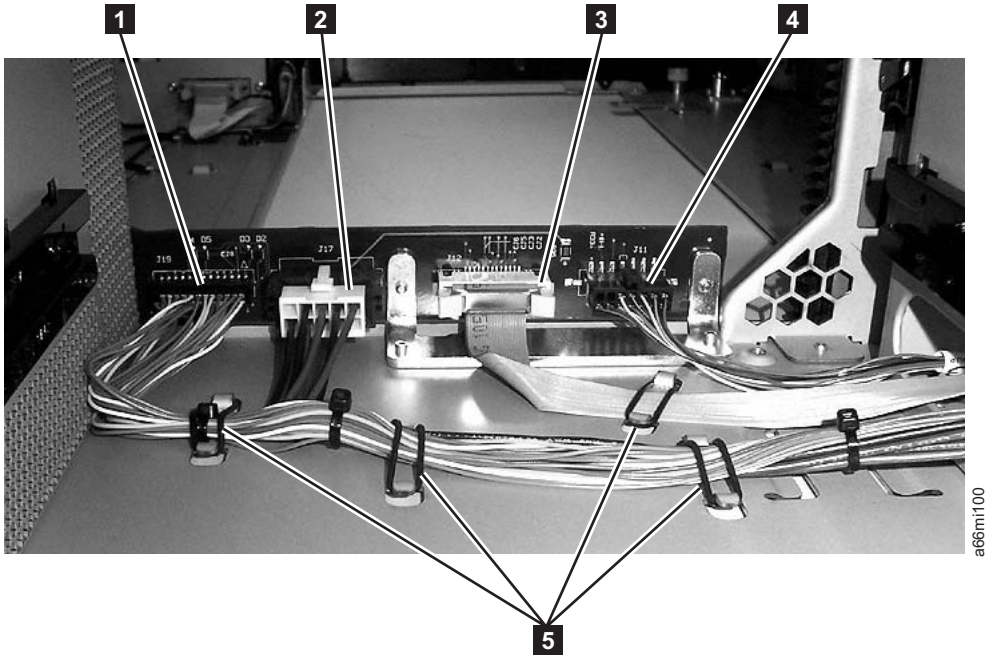
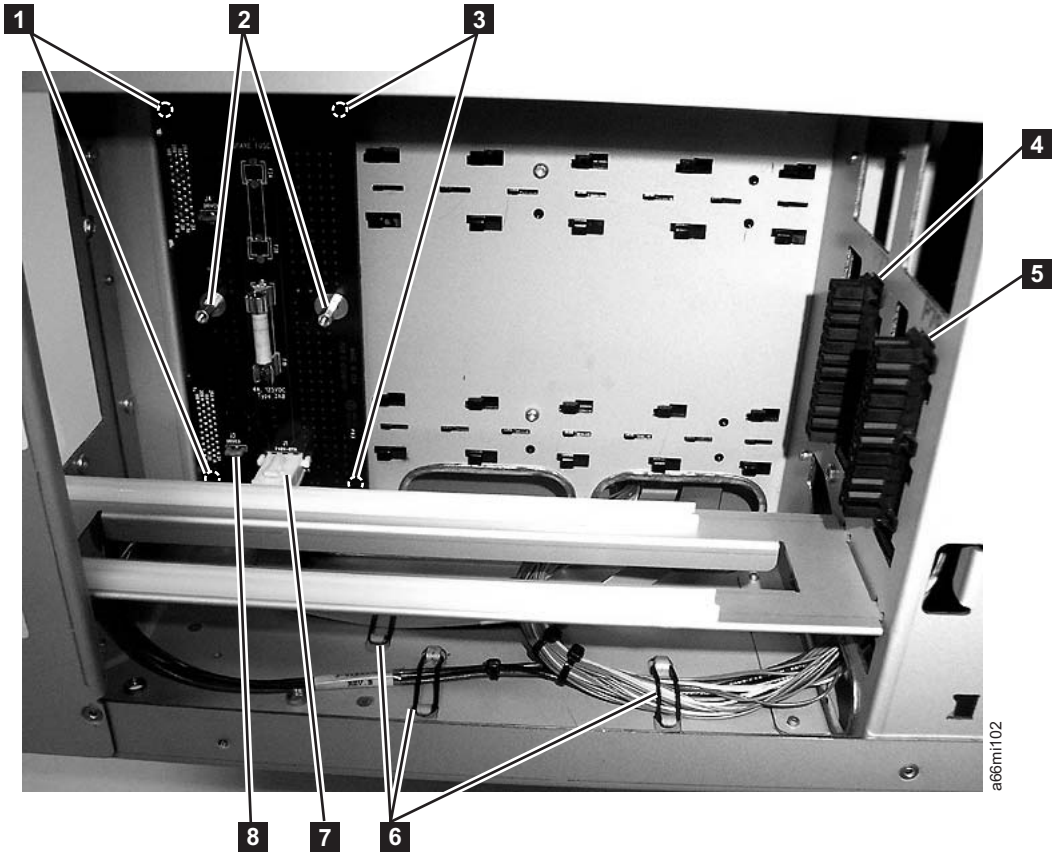

Figure 7-142. Backplane Connector Board (BCB), Rear View
Figure 7-143. Drive Sled Interface Board (DSIB), Side Cover Removed
c. Remove the cable retainers (**5** in Figure 7-142 on page 7-127 and **6** in Figure 7-143 on page 7-127).
d. Remove cable connectors J77 (4 in Figure 7-143 on page 7-127) and J79 (5 in Figure 7-143 on page 7-127). Pinch the lower part of the connector, press towards the front and slide down to remove the connector from the frame.
e. Unplug the 2 connectors P17 and P19 from the BCB (see 2 and 1 in Figure 7-142 on page 7-127.
f. Remove the 2 screws (2 in Figure 7-143 on page 7-127) and remove the protective cover over the DSIB.
g. Unplug the 1 power connector P1 (7 in Figure 7-143 on page 7-127) from the DSIB.
1) Unplug connector P2 (8 in Figure 7-143 on page 7-127) from the DSIB.
2) Unplug connector P12 (3 in Figure 7-142 on page 7-127) from the BCB.
a. Remove the 2 hex stand-offs (2 in Figure 7-143 on page 7-127) from the DSIB. This requires a 4.5 mm (3/16-inch) wrench.
b. The DSIB is held to the frame by slotted pins (1 and 3 in Figure 7-143 on page 7-127) in all 4 corners of the board.
1) Using a flat blade screwdriver, carefully pry the 2 front corners of the board (3 in Figure 7-143 on page 7-127) from the mounting pins.
2) Put finger pressure on the drive connectors on the back of the DSIB one at a time, while you move the board back and forth to pull it from the corner mounting pins (1 in Figure 7-143 on page 7-127).